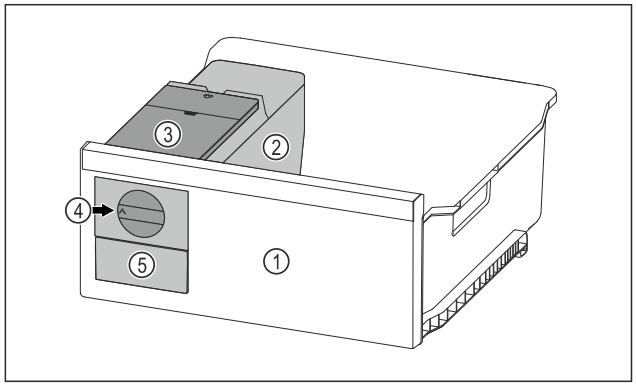

Fig. 124 Voorbeeld
▶ Draaiknop *Fig. 124 (4)* rechtsom tot aan de aanslag draaien.
▷ IJsblokjes vallen uit de ijsblokjesschaal in de ijsblokjeslade *Fig. 124 (5)*.